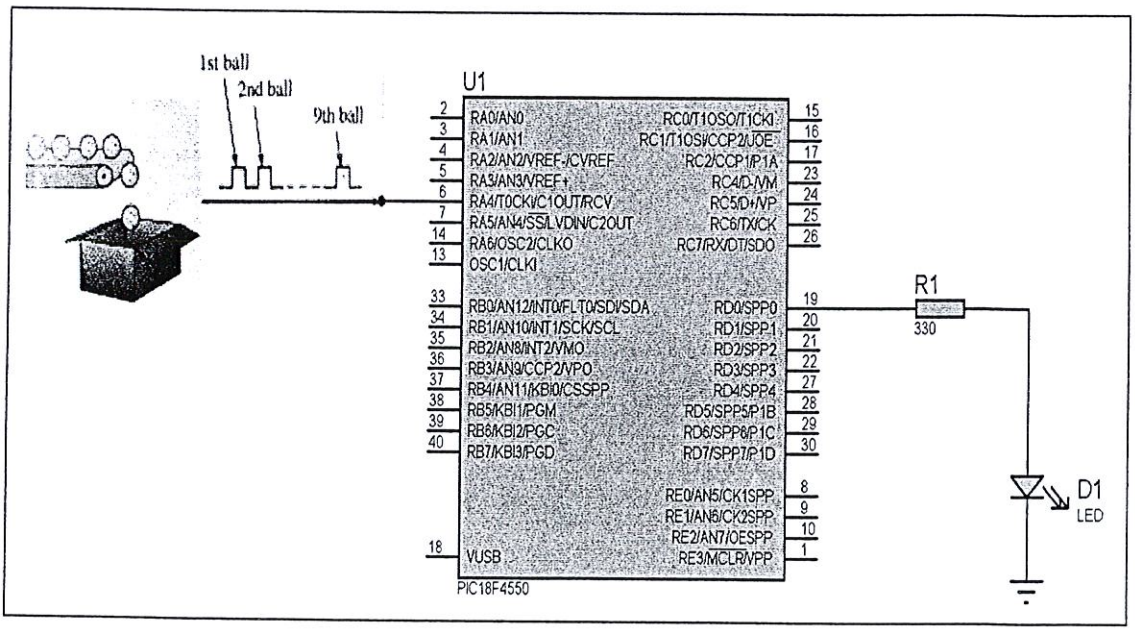

Figure A2(c) / ***Rajah A2(c)***
(c) **Figure A2(c)** shows a conveyor system used for loading tennis balls into a box. Each box can be load **NINE (9)** tennis balls. A sensor will be used to count the total number of tennis balls that fall into the box. When all the balls fall into the box, LED will be switched ON. By using **Timer0** as a counter, **use C program** to perform the operations.